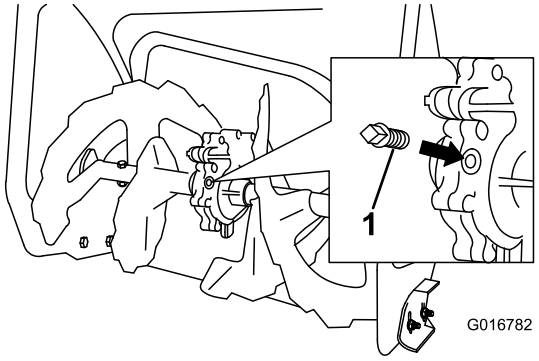

Figur 45
2. Rengør området omkring rørproppen (Figur 45).